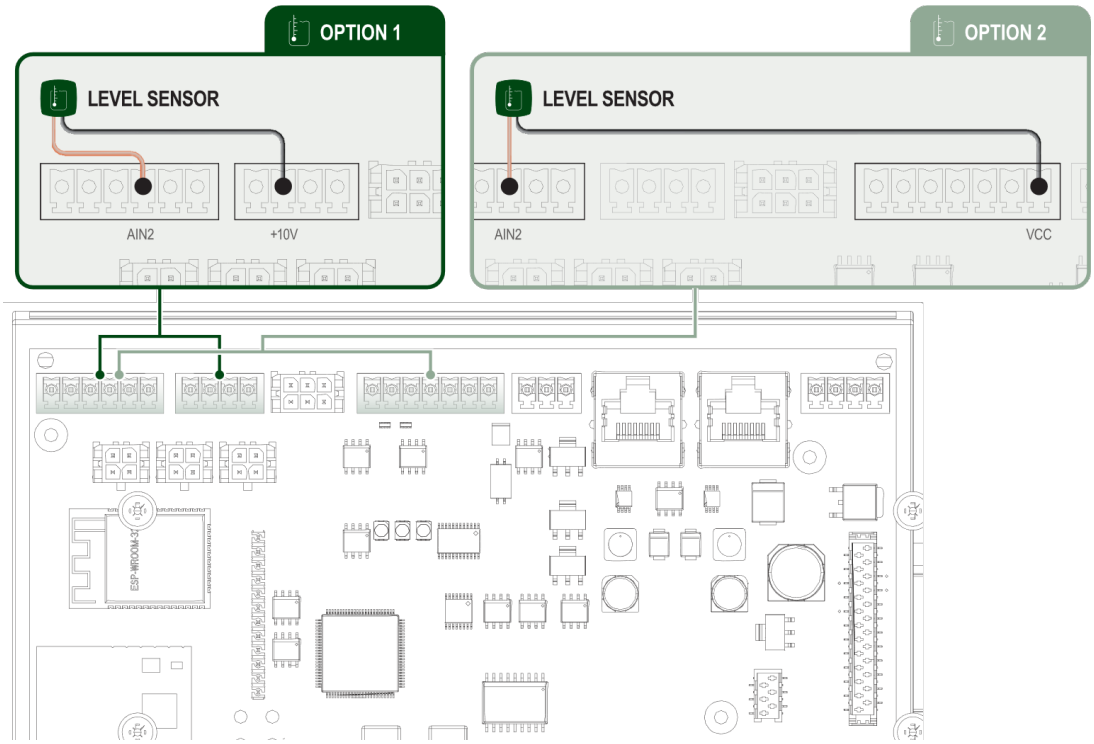

Fig. 18 Conexión a terminales
Esy I/O controla el nivel del agua a través del sensor de profundidad de corriente de 4/20 mA de dos hilos. El sensor puede alimentarse hasta 12 V CC (opción 2, ver Fig. 18) y el rango se puede configurar desde la aplicación "H2D". El sensor de nivel debe conectarse directamente al bloque de terminales como se muestra en la Fig. 18. La conexión es posible a través de la opción 1 o la opción 2.
1. Sensor de nivel que se utilizará para controlar el nivel de agua en el tanque de recolección. Para el cableado, conecte el cable de alimentación al terminal AIN2 y +10V o AIN2 y VCC (consulte la Fig. 18).